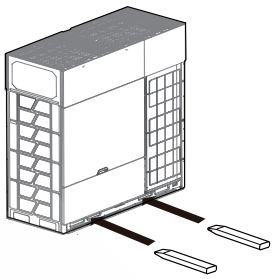

Figura 2.3
- Per spostare l'unità servendosi di un carrello elevatore, inserire le forche nell'apertura sul fondo dell'unità, come illustrato nella Figura 2.3.